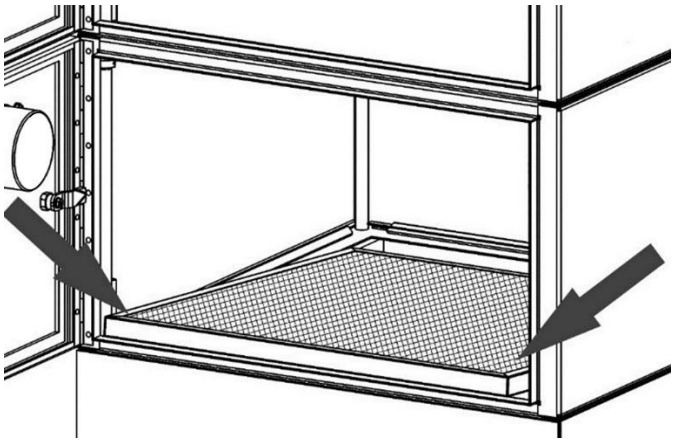

Рисунок 8
2) сдвинуть префильтр от себя вперёд, поднять за передний край и извлечь из камеры (рисунок 8);